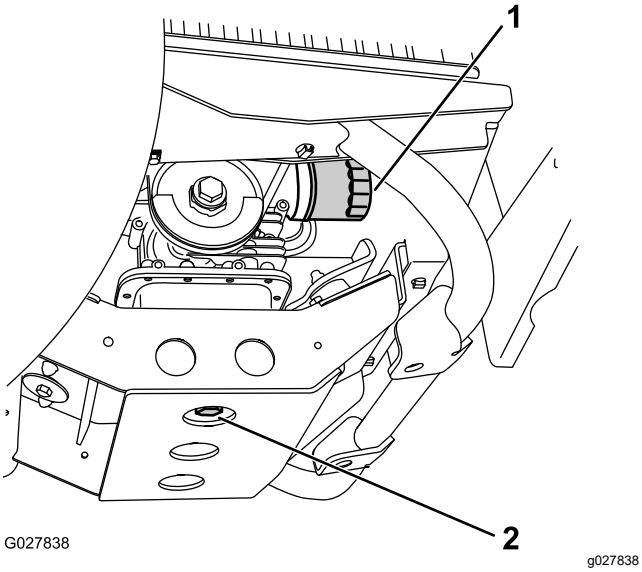

Figur 37
5. Sätt ett kärl som rymmer 1,6 liter under avtappningspluggen (Figur 37).
6. Ta bort avtappningspluggen (Figur 37).
7. Sätt tillbaka avtappningspluggen och tätningen (Figur 37) och dra åt pluggen till ett moment på 45–53 N·m.
2. Avlägsna det befintliga oljefiltret (Figur 37).
4. Skruva fast det nya filtret på filteradaptern tills packningen vidrör fästplattan och dra sedan åt filtret ytterligare ett halvt till tre fjärdedels varv (Figur 37).